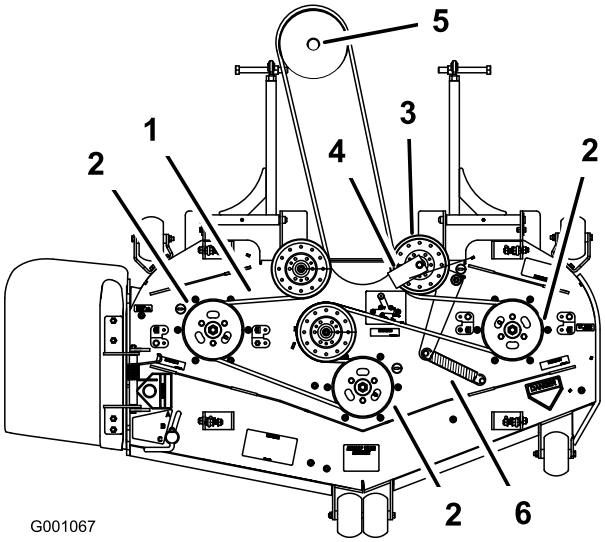

Figur 68
6. Før den nye rem rundt om plæneklipperens remskive og gearkassens remskive under motoren (Figur 68).
7. Monter remstyret på den fjederbelastede remskive i en vinkel på 45 grader som vist i Figur 68. Tilspænd bolten med et moment på 37–45 Nm.
8. Monter styrefjederen på de to pæle (Figur 68).